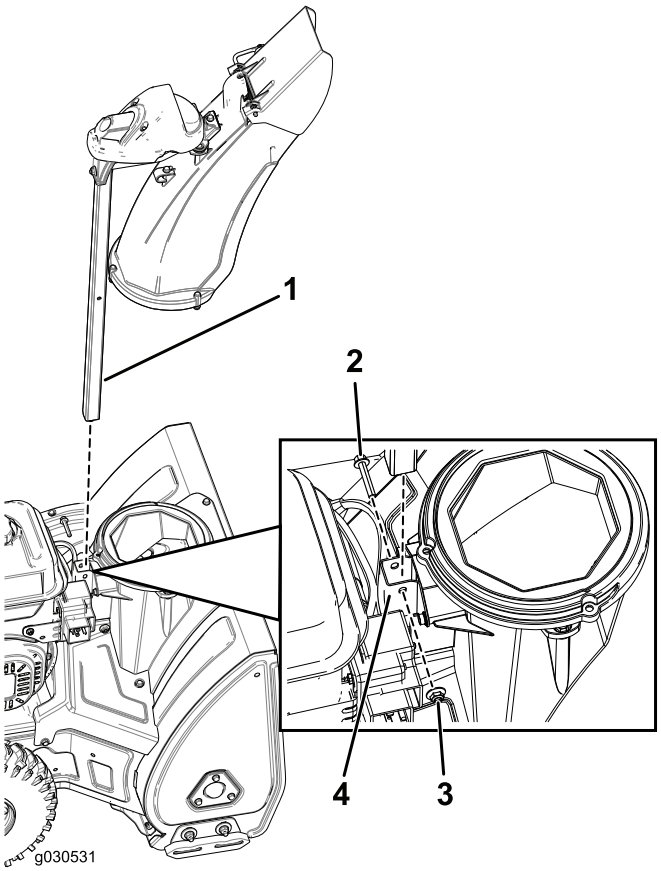

Figura4
1. Introduceţi suportul jgheabului prin consola din baza maşinii şi fixaţi-o cu ajutorul unui şurub şi al unei contrapiuliţe (Figura4).